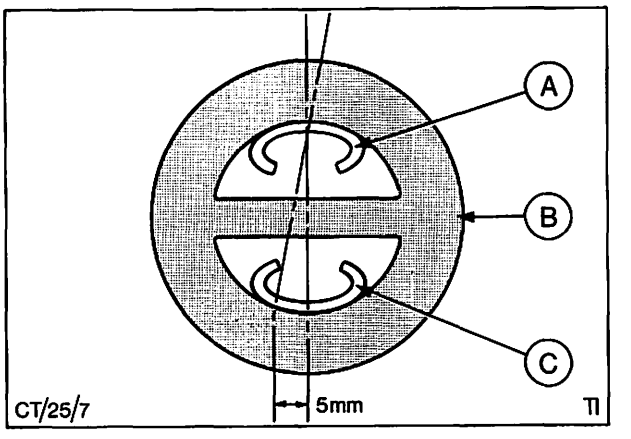

Abb. 13 A = Auspuffhalter an Bodengruppe
11. Auspuffanlage ausrichten. Darauf achten, daß die Gummi-Stegschlaufen nicht verspannt sind, Abb. 13 und daß ein Mindestabstand von 20 mm zwischen Bodengruppe bzw. Hinterachse und Anlage vorhanden ist. Außerdem auf richtigen Sitz der Vor derrohre an den Auspuffkrümmern achten.